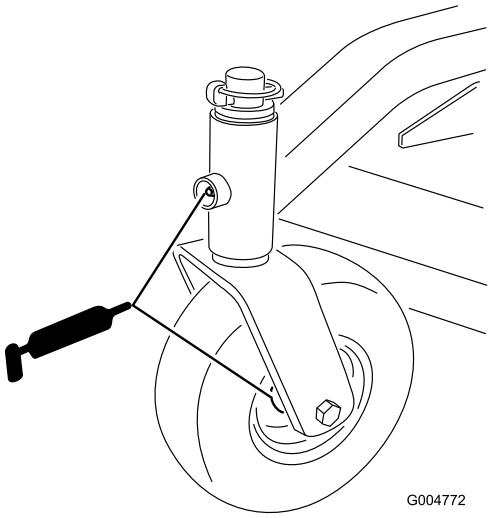

Figur 15
- Fremre styrespindelhylser (Figur 15)
- Fremre og bakre styrehjullagre (Figur 15)